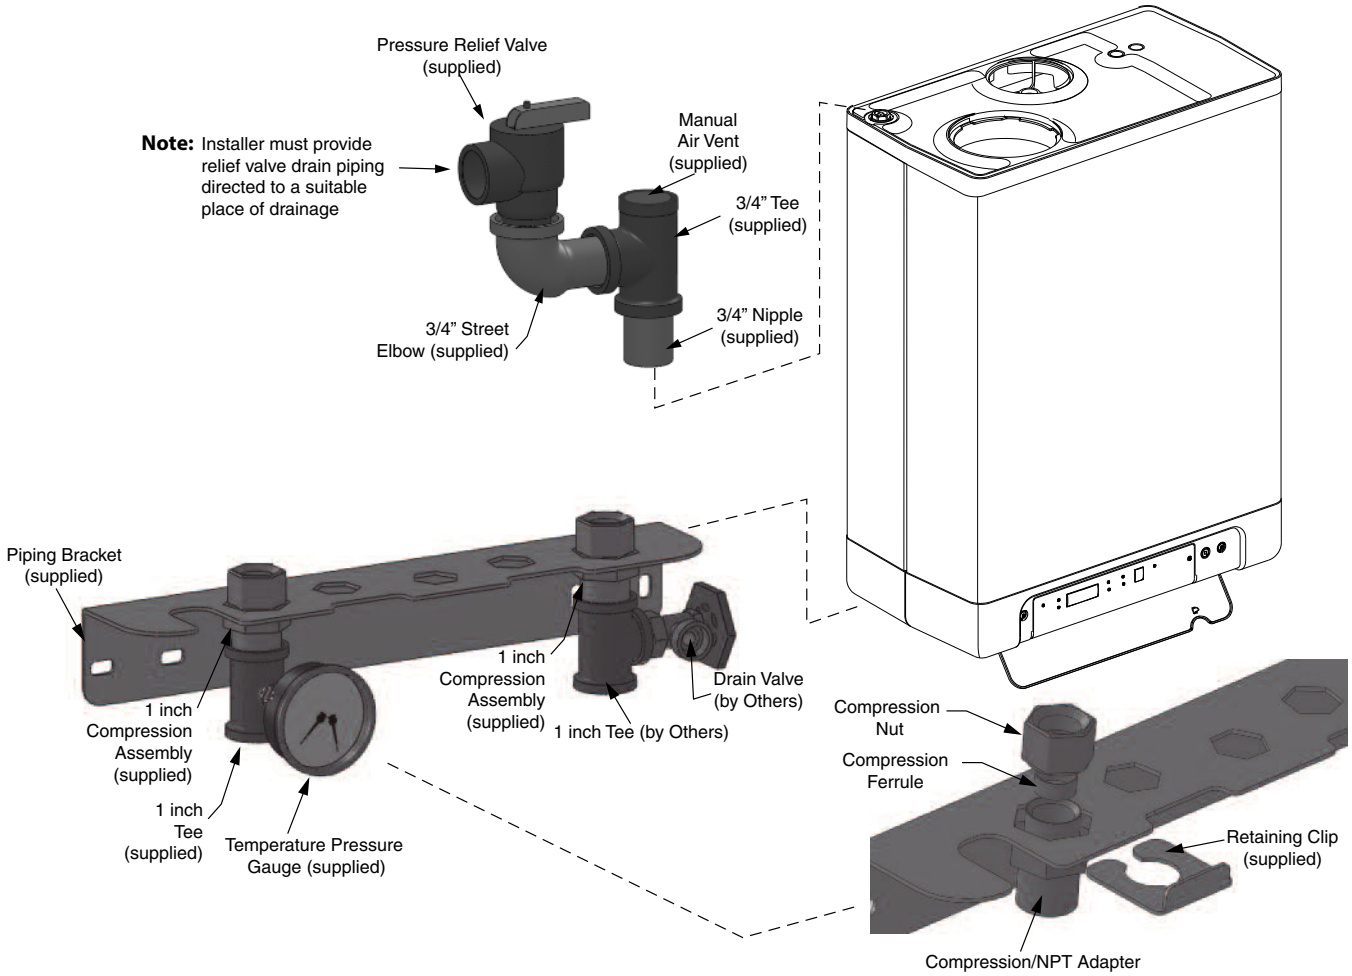

Fig. 4: Near Boiler Piping Assembly
1. Pre-install the brass compression fittings onto the piping support bracket as shown in Fig. 4, page 12. Use retaining clips to hold fittings in place.